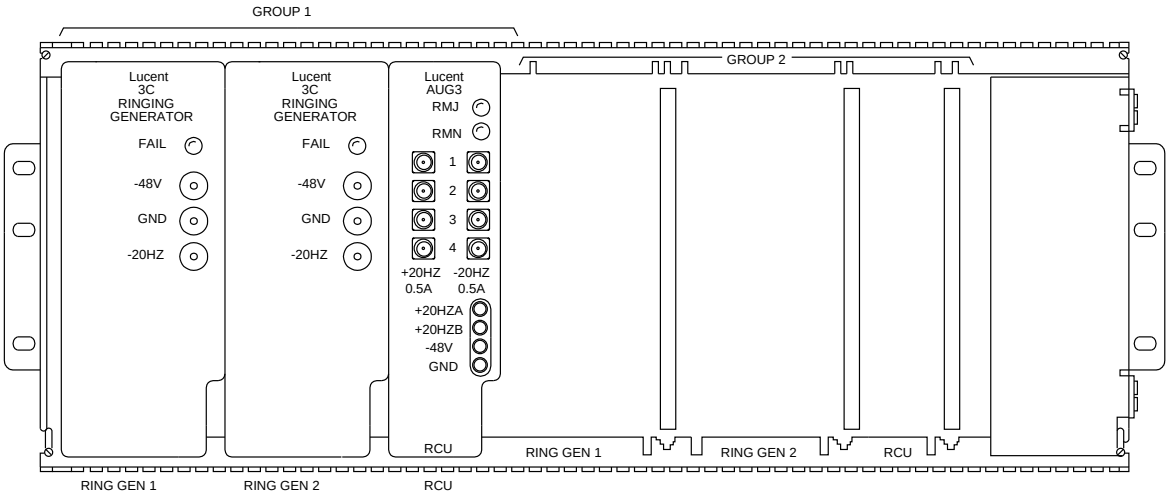

**Figure 1 – Ringing Generator Installed in Ring Shelf**
3. Install one **3C( ) RINGING GENERATOR** into **GROUP 1** side - **RING GEN1** slot in ringing shelf [Figure 1].
7. On **RING GEN1**, connect DMM test leads to –**48V** jack and **GND** jack [Figure 1].